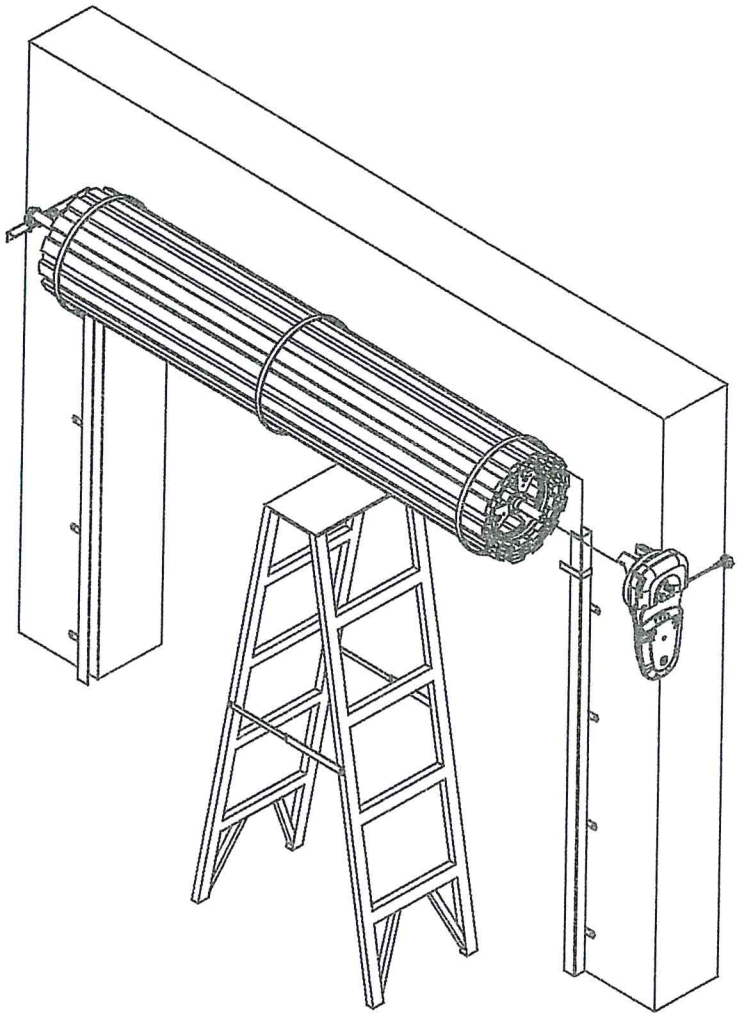

Fig: 3
e) Make sure the door supporting prop is secure. While the door is supported remove the right hand wall mount bracket.*(Fig. 3)*